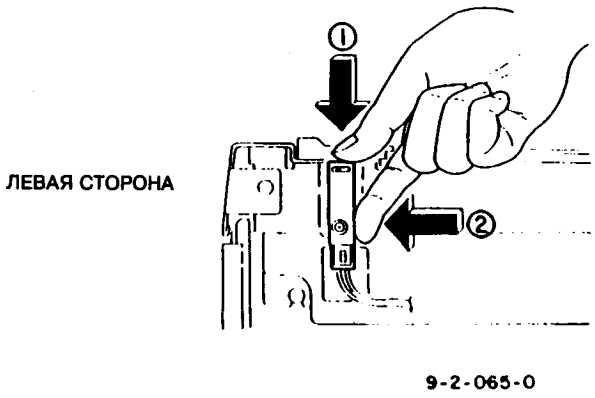

Рис.2 Установка датчика
1. Закрепить датчик, нажав на него в направлении, показанном стрелкой (рис.2).